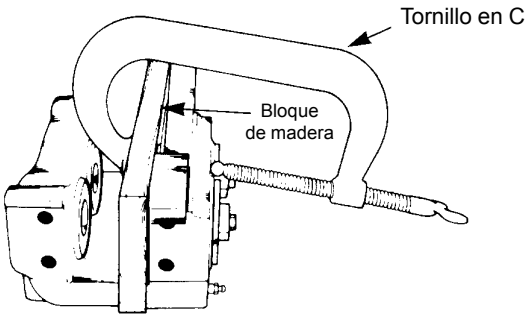

FIGURA 8-14
a. Utilice un tornillo en C para sujetar un bloque de madera de 12.7 mm (0.5 pulg) contra los dos émbolos en el lado de montaje de la caja. Verifique que el tornillo en C no se encuentre en la zona delante de la cavidad del émbolo (Figura 8-14).